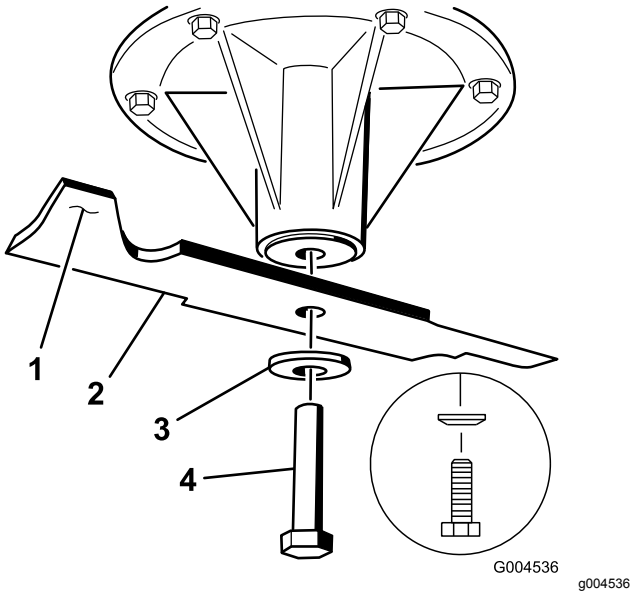

Figur 104
1. Monter skærekniven på spindelakslen (Figur 104).
2. Monter fjederskiven og knivbolten (Figur 104).